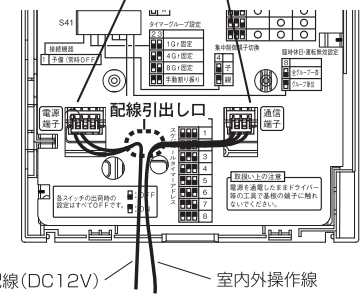

図6：スケジュールタイマー配線確認
- スケジュールタイマーの電源配線と通信配線が正しく接続されていることを確認してください。（図6）